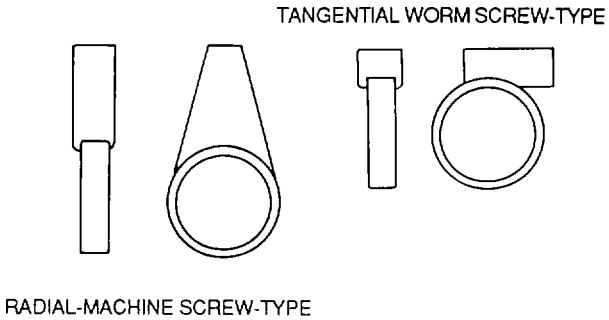

Figure 2-43. Hose Clamps
(2) Hose clamp. This clamp, as shown in figure 2-43, is used to attach hose to a hose fitting or tube to prevent leakage.